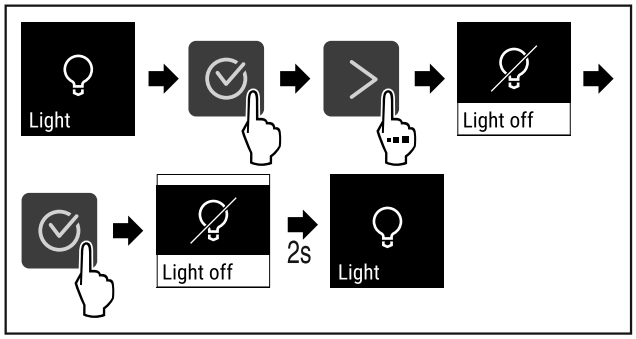

Fig. 68
▶ Suivre les étapes (voir Fig. 68) .